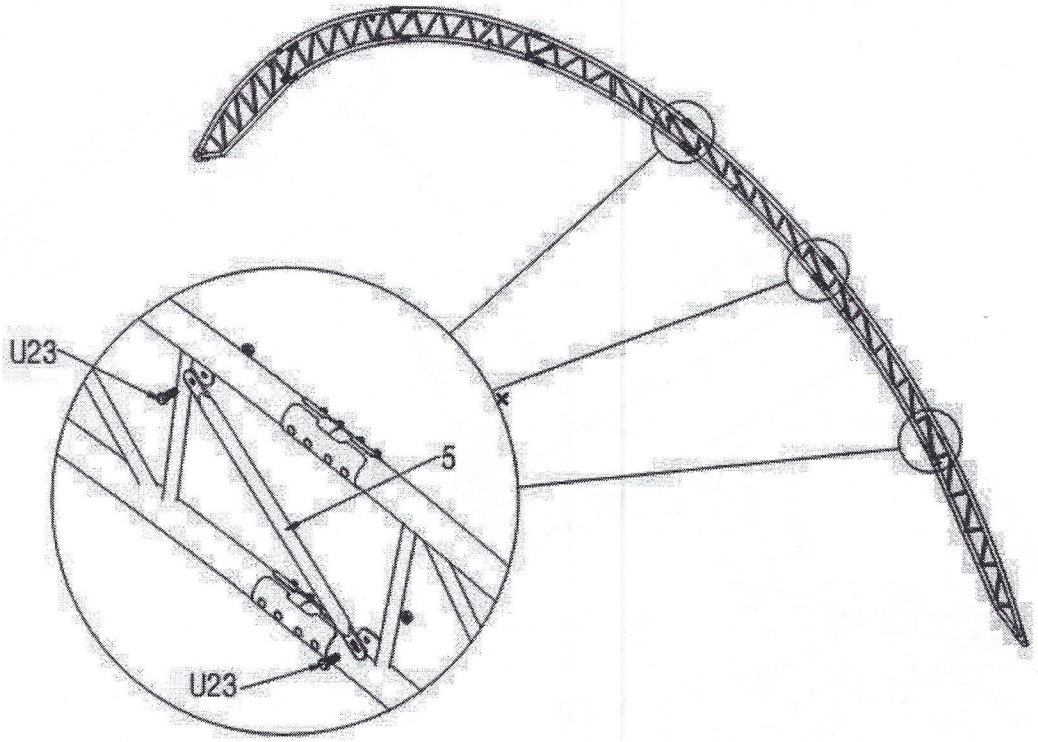

Figure 4
2.2 As Figure 4&5 shows,install the Supporting Webbing between the arch(No.5)by using Bolt M10x30mm(No.U23).Then put the PVC protective cover on the outer of connection of the arch to protect the roof cover from scratched by the outer joint.